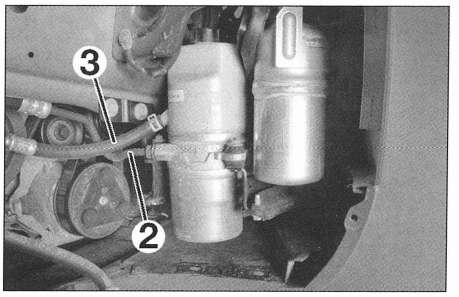

FIG. 12
- las tuberías (2) y (3) de la bomba de dirección asistida **(fig. 12)**.
. Desconectar la tubería de retorno de la caja de dirección del depósito de líquido de dirección asistida (3) **(fig. 12)**.